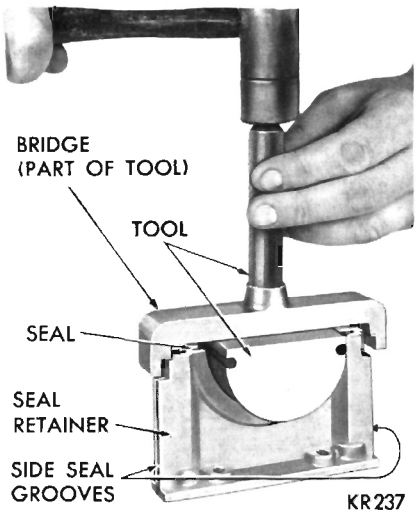
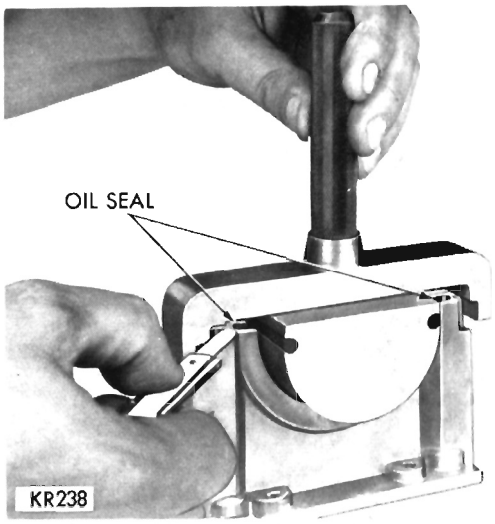

Fig. 52—Installing Rear Main Bearing Lower Oil Seal
Fig. 53—Trimming Rear Main Bearing Lower Oil Seal
(1) Install a new seal in seal retainer so ends protrude (Fig. 52).
(2) Install bridge on tool and tap the seal down into position with Tool C-3625 for 383 Cubic Inch Engines or Tool C-3743 for 440 Cubic Inch Engines until tool is seated.
(3) Trim off that portion of the seal that protrudes above the cap (Fig. 53).